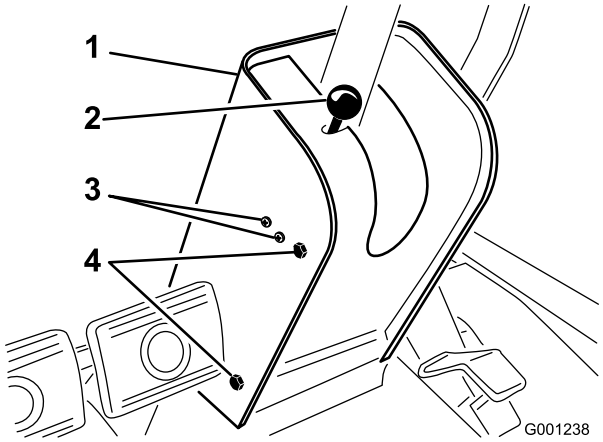

Figur 60
2. Fjern knappen fra stangen til parkeringsbremsen og skruerne fra ratstammekappen (Figur 60).
4. Løsn de skruer og møtrikker, der fastholder kontakten til parkeringsbremsen i venstre side af ratstammen (Figur 60).